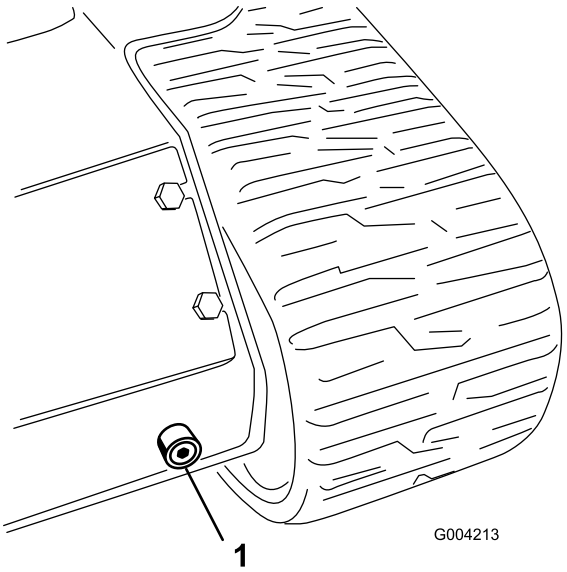

Figur 56
6. Sätt ett stort uppsamlingstråg (som rymmer ca 56,8 liter) under avtappningspluggen framtill på traktorenheten (Figur 56).
7. Ta bort avtappningspluggen och låt oljan rinna ned i tråget (Figur 56).